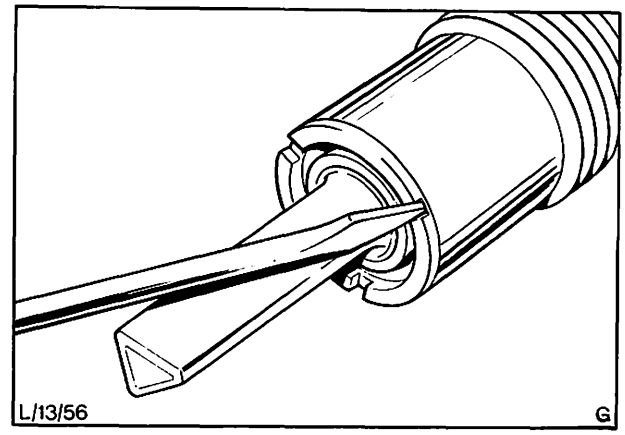

Abb. 79 Mantelrohr aufstemmen, um das untere Lager auszubauen
14. Unteren Lagerdichtring entfernen. Mantelrohr aufstemmen und unteres Lenkspindellager herausnehmen. Siehe Abb. 79.